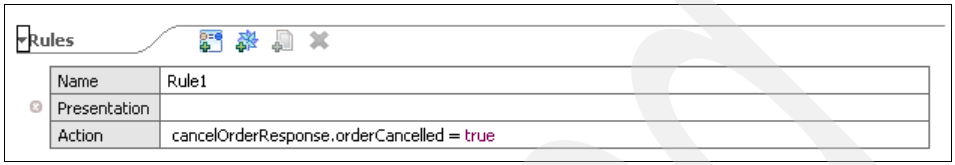

Figure A-66 Completed ruleset
10. Click the second **Select_Variable?** and select **true** from the visual assist menu. Figure A-66 shows the completed ruleset.